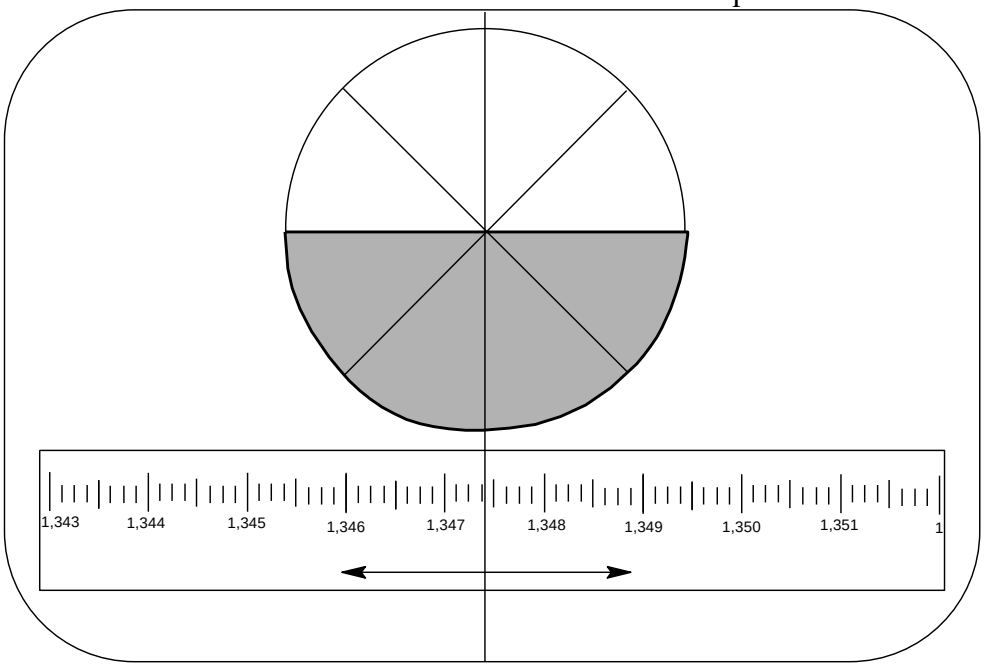

Рисунок 10 – Вид наблюдаемой картинки в окуляре рефрактометра
–Маховичком на правой стороне корпуса выводят эту границу на пересечение двух взаимно перпендикулярных диагональных прямых в поле видимости прибора (рисунок 10).